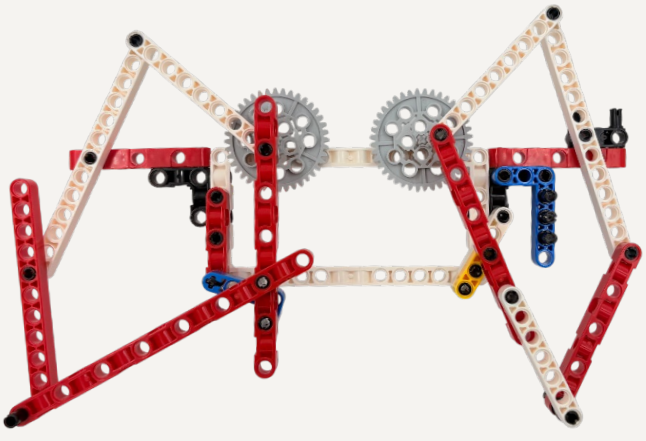

Рисунок 23
Соедините балки с основной конструкцией как показано на рисунке 22. Соедините балку (11) и 2х стороннюю балку (13) слева при помощи 2х сторонней балки (15) рисунок 23. Соедините 2х стороннюю балку (11) и 2х стороннюю балку (9) при помощи балки (7) и переверните конструкцию как показано на рисунке 24.